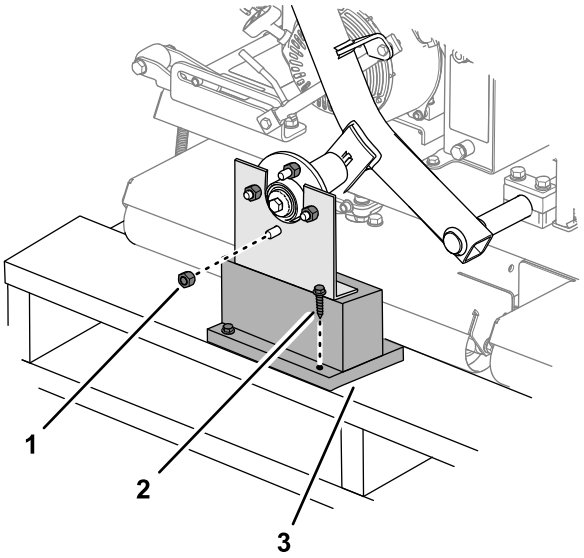

Figur 3
1. Fjern hakemutterne som fester hjulnavene til transportbrakettene (Figur 3).
2. Fjern den andre hakkemutteren som er gjenget på hjulnavmuttertappen (Figur 3).
3. Fjern treskruene som fester transportbrakettene til pallen og fjern braketten (Figur 3).